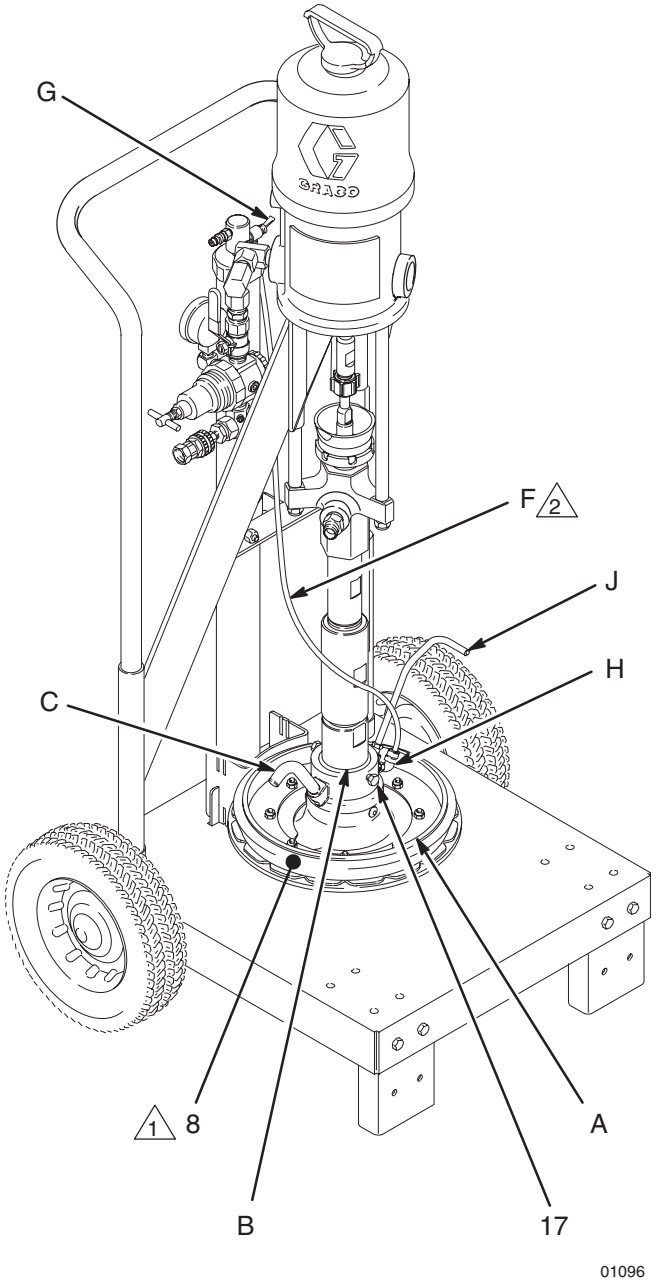

Fig. 13
Los números y las letras de referencia que aparecen en el texto se refieren a las Fig. 13–16 y al diagrama de las piezas de la página 16.
2. Instale el plato seguidor (A) en la admisión de la bomba (B), con la manivela (C) de ventilación del plato dirigida hacia la parte delantera del carro. Sujételo apretando los tornillos de fijación (17). Vea la Fig. 13.